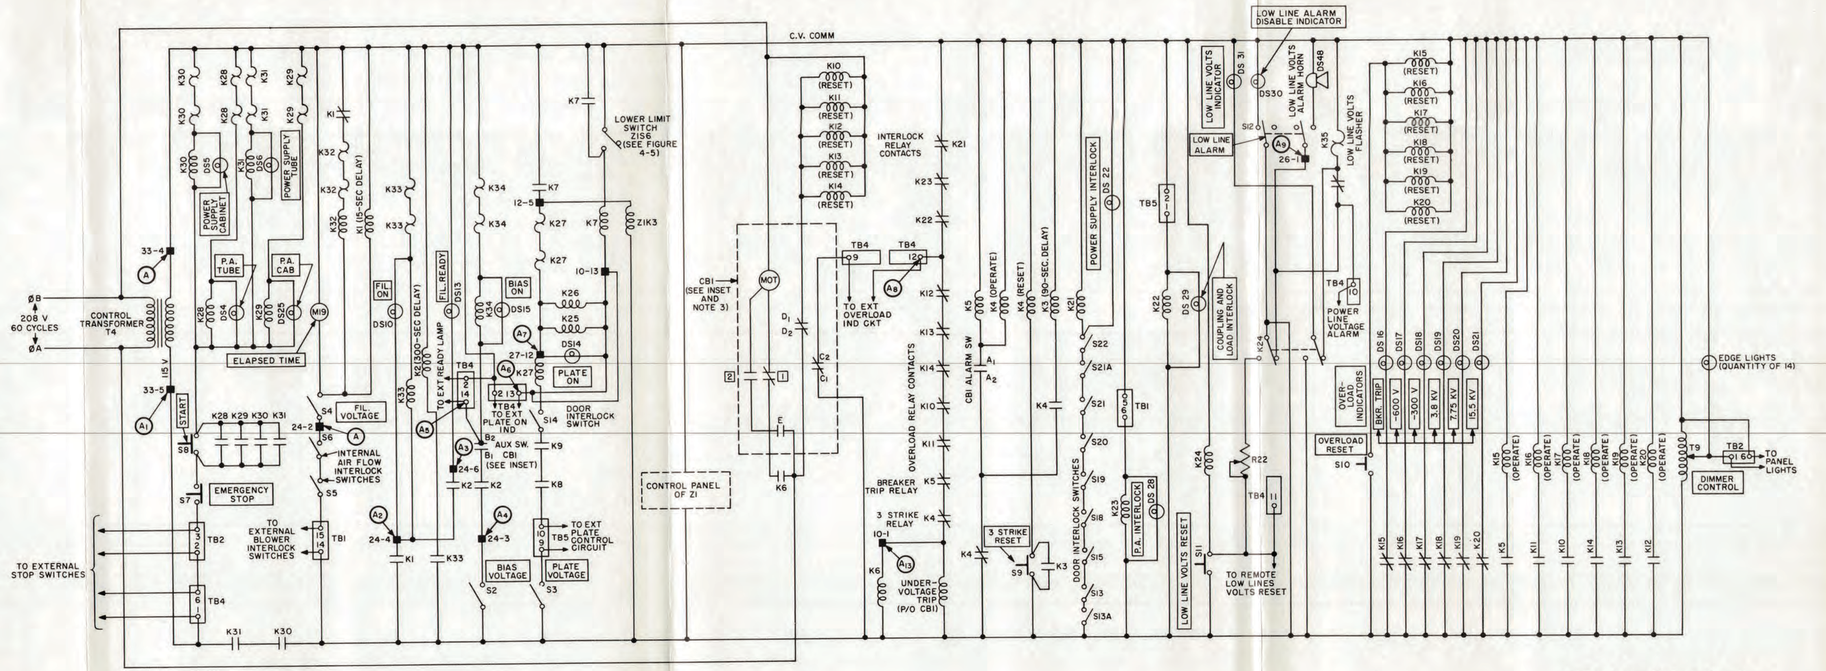

Figure 4-8. Control Circuits, Schematic Diagram
b. CIRCUIT ANALYSIS (figure 4-8). - When line voltage (208 volts ac, 3 phase) is applied to the power supply, the primary of control transformer T4 is energized by ØA and ØB of the primary line voltage. The 120-volt ac output of T4 is applied through the stop, start, and blower energizing circuits (paragraph 4-5b.) to the remaining control circuits.
4-10. PLATE CIRCUIT BREAKER CB1 (figure 4-8).